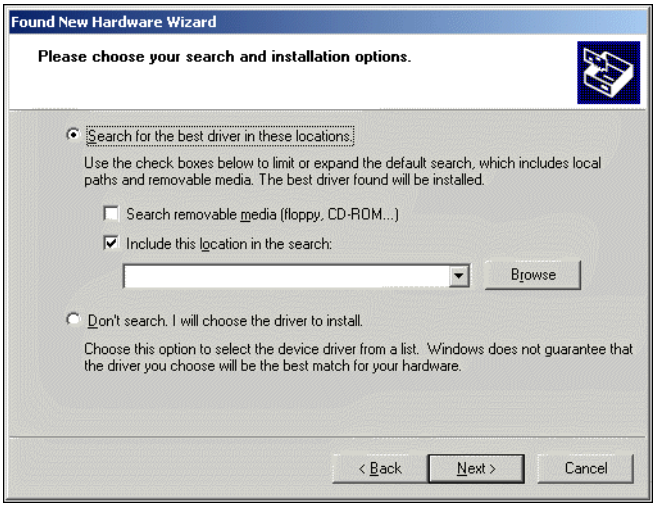

Figure 4-10. Choose search and installation options
5. Select “Install from a list or specific location (Advanced)” and click Next. A dialog appears (Figure 4-10).
2 Click Next. The Install Hardware Device Drivers dialog appears (Figure 4-10).